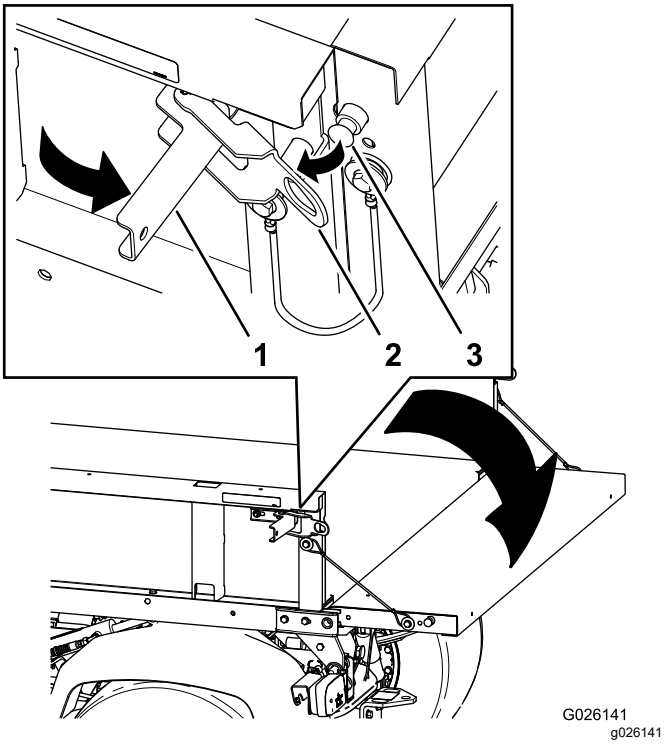

Figura 16
2. Abra los enganches de los lados izquierdo y derecho de la plataforma de carga, y baje el portón trasero (Figura 16).